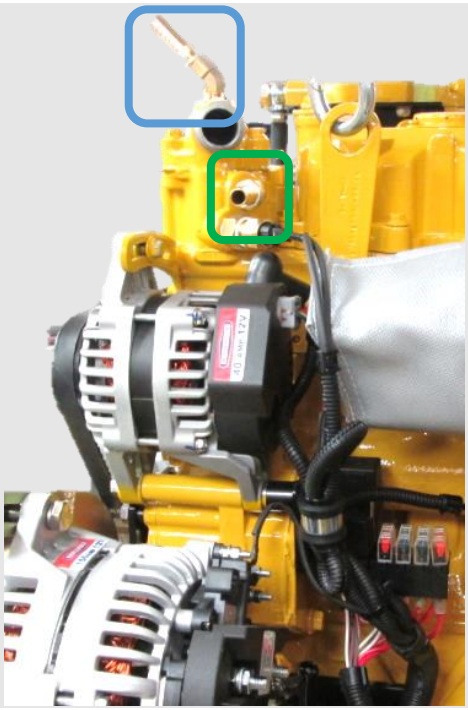

Figure 10: Header Tank Connections
- The connections for the Header Tank are shown on (**Figure 10**)